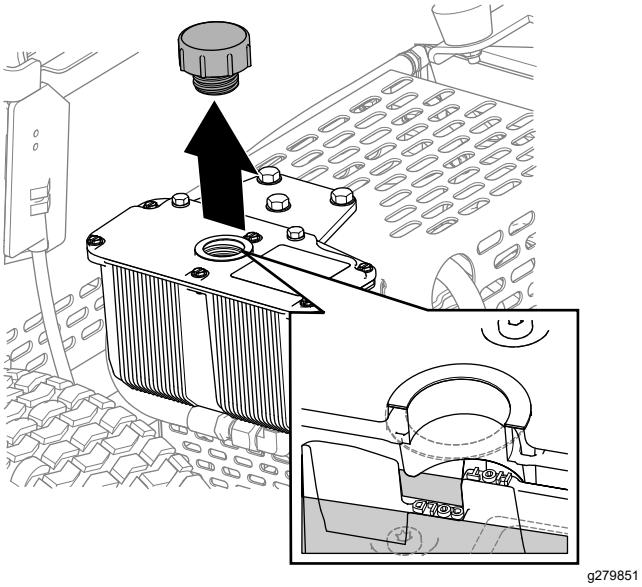

**Рисунок 35**
3. Снимите крышку и проверьте уровень гидравлической жидкости в баке (Рисунок 35).